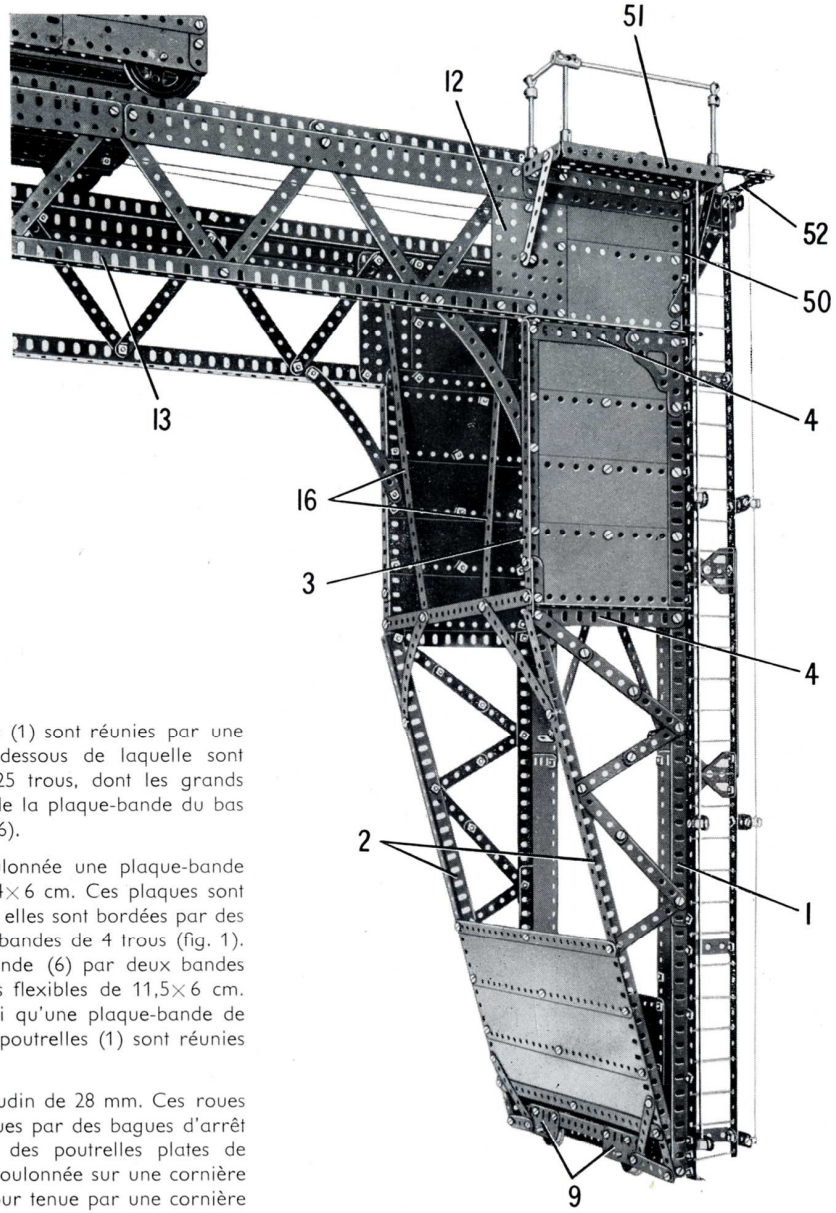

FIG. 2 *Vue de détail d'une extrémité du portique et de son montant. L'échelle et la plateforme d'inspection apparaissent sur cette figure.*
Les montants se construisent de façon identique, et leurs détails apparaissent sur la figure 2. Les poutrelles principales (1) de chaque côté sont faites chacune d'une cornière de 37 trous et d'une de 19 trous qui se recouvrent sur 3 trous. A l'extrémité inférieure de cette poutrelle (1) est fixée une cornière de 37 trous prolongée vers le haut par une poutrelle (3) faite d'une cornière de 15 trous et d'une de 4 trous. Les poutrelles (1) et (3) sont réunies par des cornières de 11 trous (4) et par quatre plaques flexibles de 14×6 cm., dont l'angle supérieur arrière est renforcé par une équerre d'assemblage. Des bandes sont boulonnées entre les cornières (2) et la poutrelle (1) comme le montre la figure.